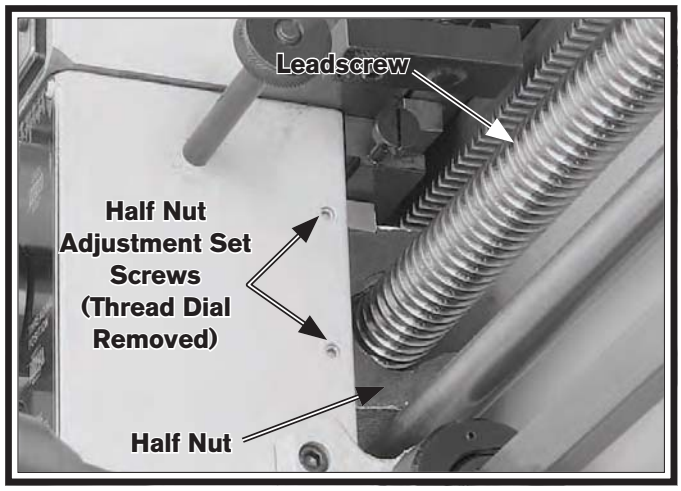

Figure 132. Half nut gib adjustment.
3. Turn the two half-nut adjustment set screws, shown in **Figure 132**, clockwise about an $\frac{1}{8}^{th}$ of a turn.